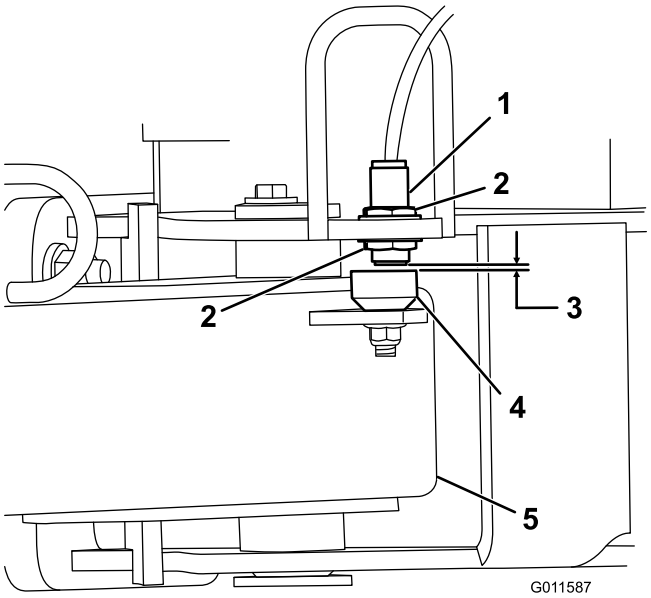

Figur 4
5. Løsn kontramøtrikkerne, der holder nærhedsafbryderen fast til stellet, og sænk kontakten indtil den er 3,3±0,7 mm fra følepladen på anhængertrækstangen (Figur 4). Stram kontramøtrikkerne for at sikre justeringen.